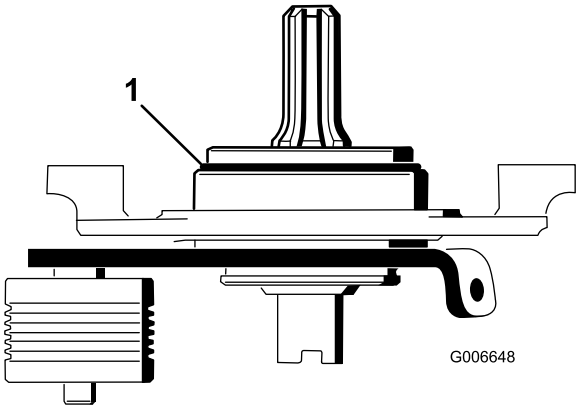

Figura 23
22. Usando una terraja de 3/8-16, retire la pintura de los taladros de montaje exteriores de las chapas laterales derecha e izquierda (Figura 23).
Importante: Asegúrese de que la junta tórica está correctamente posicionada en el buje pivotante (Figura 23).